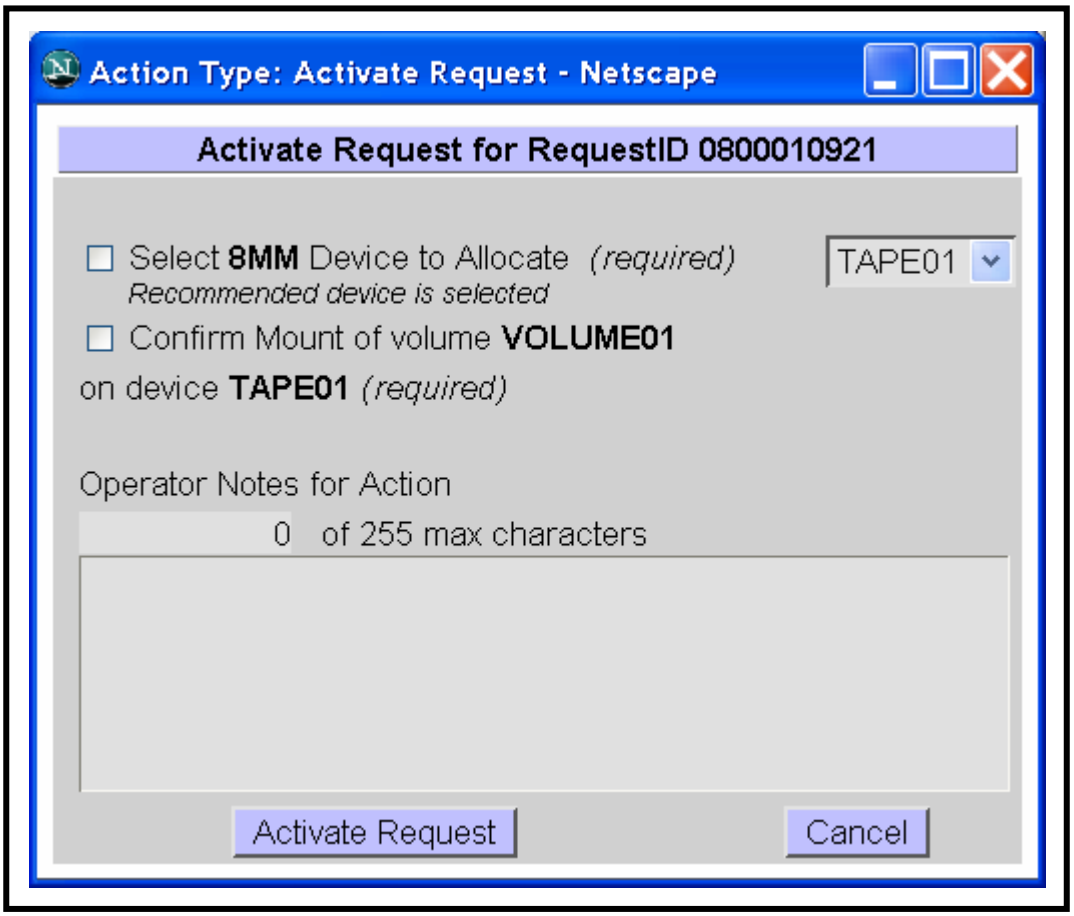
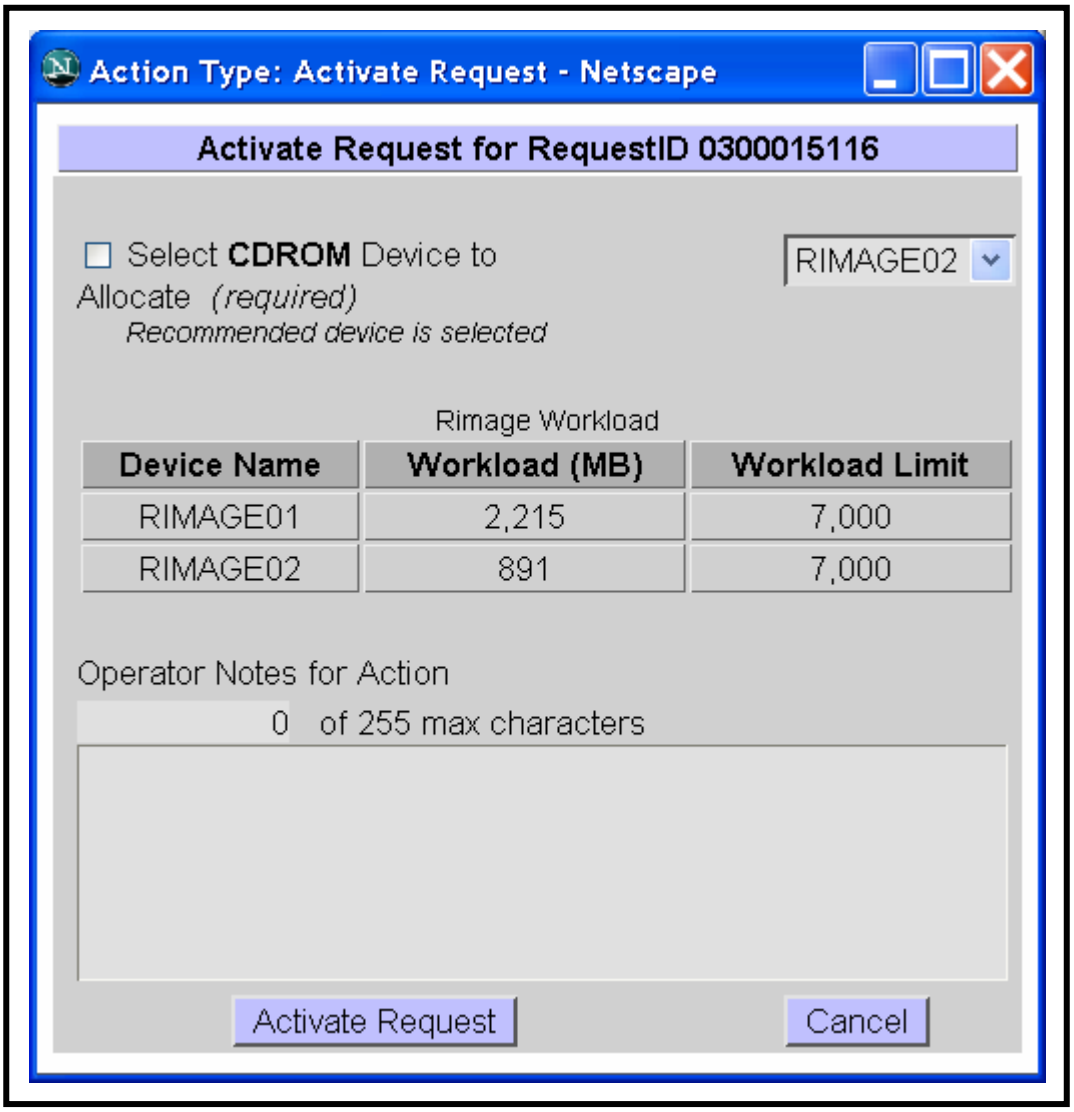

Figure 86. Activate Request Dialogue Box for Tape Media
Figure 87. Activate Request Dialogue Box for Disk Media
- An **Activate Request** dialogue box for tape media (Figure 86) or for disk media (Figure 87) (as applicable) is displayed.
- **Workload (MB).**